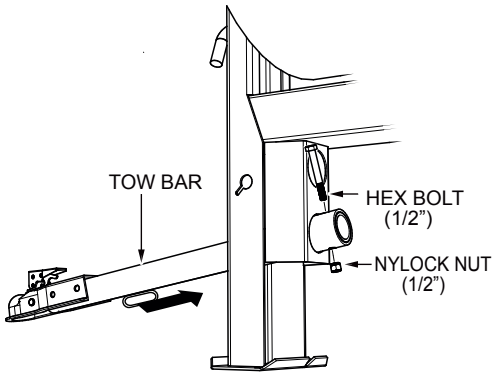
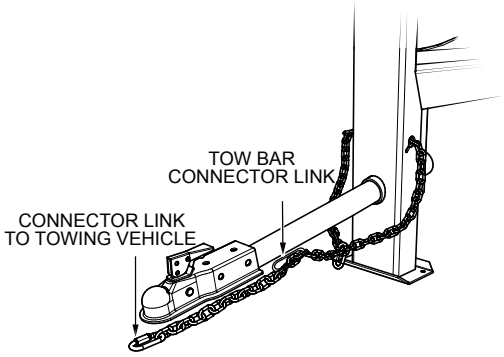

Figure 3. Insert Tow Bar
Figure 6. Extend Safety Chain
3. After the tow bar has been connected to the mixer (Figure 3–Figure 6), securely attach the mixer's coupler to the hitch ball on the towing vehicle. Make sure the lock lever is in the **DOWN** (locked) position and the safety pin is inserted.
2. After the tow bar has been connected to the mixer (Figure 3–Figure 6), secure either type of tow bar to the towing vehicle, following state and county towing regulations.
1. Insert the tow bar (Figure 3) through the round opening at the bottom of the mixer stand.
2. Align the hole on the tow bar with the hole on the mixer frame and insert the 1/2-inch bolt (Figure 3) through the tow bar and frame. Secure the tow bar to the frame with the 1/2-inch nyloc nut. Tighten to 40 lbf·ft.
5. Extend the safety chain along the length of the tow bar and loop it through the tow bar's connector link (Figure 6). Remove any excess chain slack.
6. Connect the free end (connector link) of the safety chain to the towing vehicle (Figure 6). It is critical that the length of the chain be properly adjusted to prevent the draw bar and the front of the mixer stand from dropping to the ground (contact) in the event of the draw bar becoming disconnected from the towing vehicle.